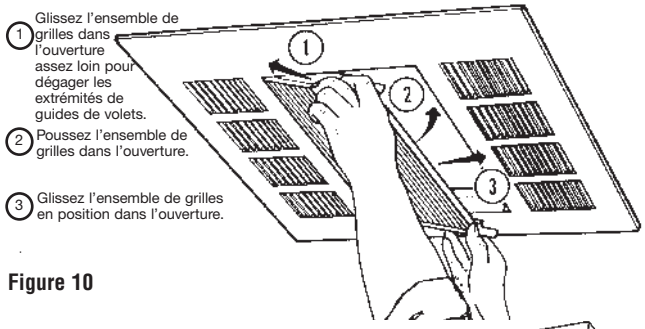

Figure 10
5. Tout en maintenant à deux mains l'ensemble, entrez une extrémité de l'ensemble dans l'enceinte, et glissez ce côtévers l'intérieur tout en mettant le côté opposé dans l'enceinte (Voyez la Figure 10). Faites glisser l'ensemble en position da façon à ce que la portion inférieure de chaque guide se verrouille dans l'ouverture.